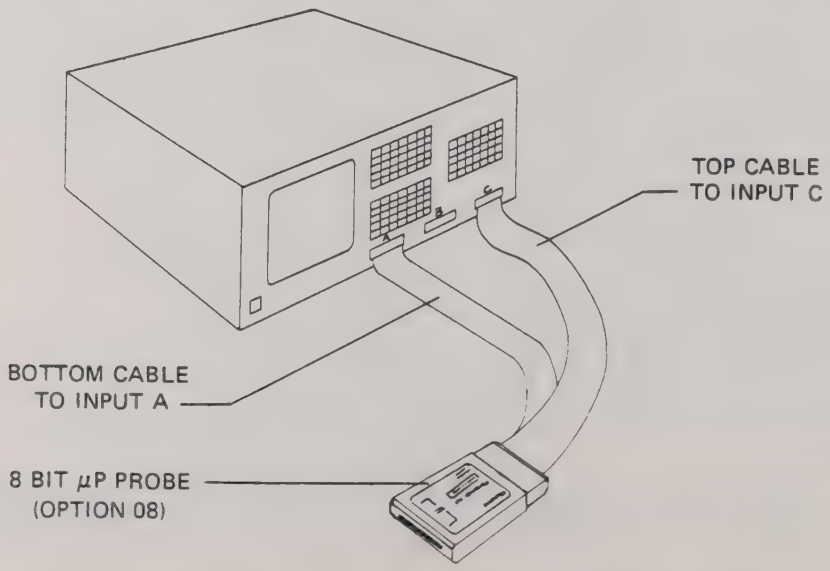

Figure 9.3 - Front Panel Installation of the 8-Bit Microprocessor Probe
9.2.2.1 Figure 9.3 shows the correct arrangement for plugging Option 08, the 8-bit microprocessor probe, into front-panel Inputs A and C of the analyzer.